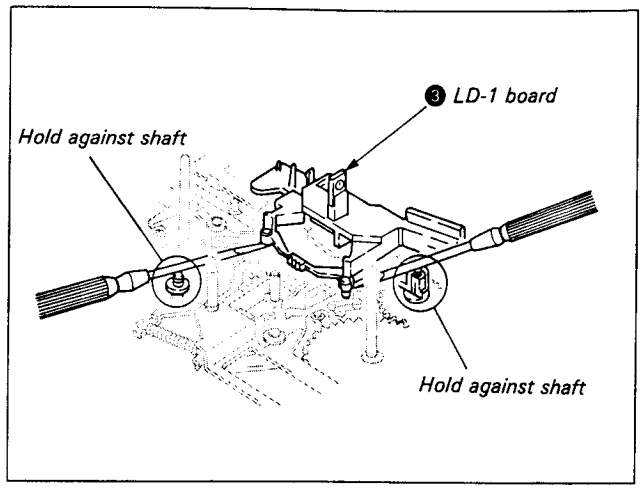

Fig. 7-37.
### 7-3-14. M-SW Assembly (See Fig. 7-37~39)
2) Remove stopper washer ❶ and the drive gear (B) assembly ❷.
3) Remove the LD-1 board ❸. (See Fig. 7-37.)
5) Remove tension spring ❹ and B release arm ❺.
7) Remove stopper washer ❻ and the mode output gear ❼.
8) Remove screw ❽ and the push switch ❾.
9) Remove connector ❿.
5) Perform 7-3-14., 1. Removal, Steps 1)~5). (See Fig. 7-37, 7-38.)